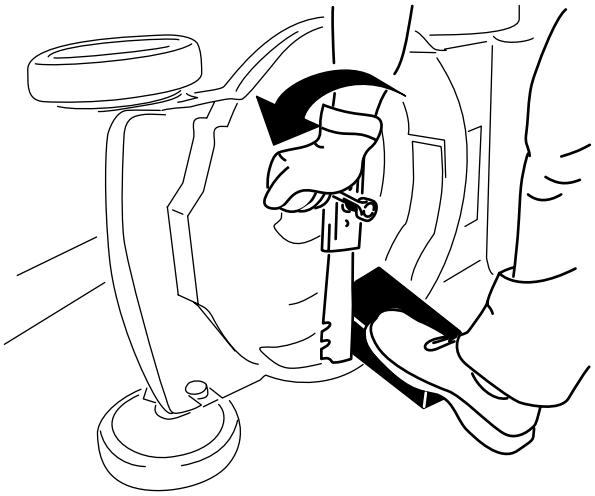

Rysunek 32
3. Aby unieruchomić ostrze, należy użyć kawałka drewna (Rysunek 32).
4. Zdemontuj ostrze, zachowując cały osprzęt mocujący (Rysunek 32).